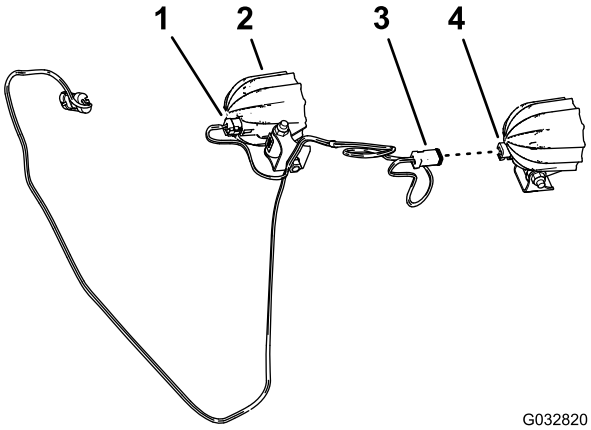

Figuur 10
1. Sluit de connector met 2 pennen van de LED-lamp aan op de connector 2 bussen van de kabelboom voor de LED-lampen (Figuur 10).
2. Herhaal stap 1 met de andere LED-lamp en de andere connector van de kabelboom (Figuur 10).